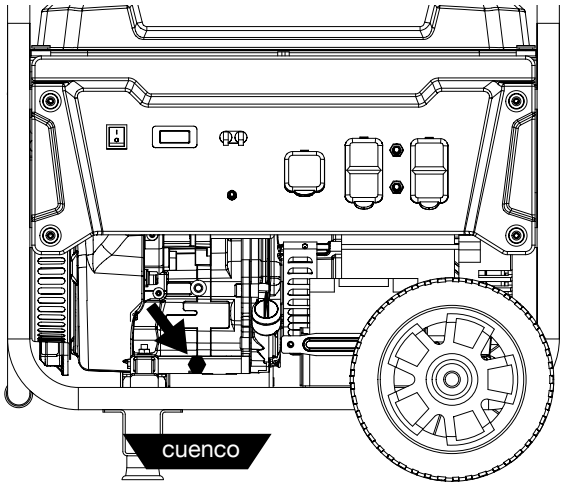

Figura 20 - Tapón de drenaje de aceite
4. Coloque la bandeja de aceite (o el recipiente adecuado) debajo del tapón de drenaje de aceite (consulte la Figura 20).
6. Retire el tapón de drenaje de aceite (consulte la Figura 20). Una vez retirado, coloque el tapón de drenaje de aceite en una superficie limpia.